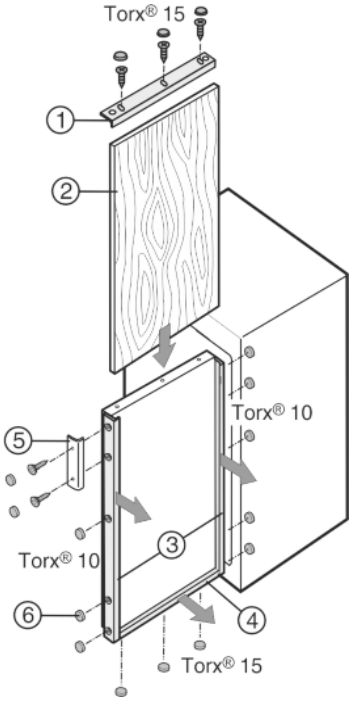

Fig. 39
- ▶ Svitare il telaio decorativo *Fig. 39 (1)* in alto.
- ▶ In tutti gli altri telai decorativi *Fig. 39 (3, 4)* allentare solo le viti quindi spingere in avanti i telai decorativi.
- ▶ Inserire il pannello decorativo *Fig. 39 (2)* spingendolo.
- ▶ Fare scorrere in sede i telai decorativi *Fig. 39 (3, 4)* ed avvitarli fermamente.
- ▶ Riavvitare fermamente i telai decorativi *Fig. 39 (1)* in alto.
- ▶ Avvitare la maniglia *Fig. 39 (5)*.
- ▶ Applicare su tutte le teste delle viti i cappucci *Fig. 39 (6)*.